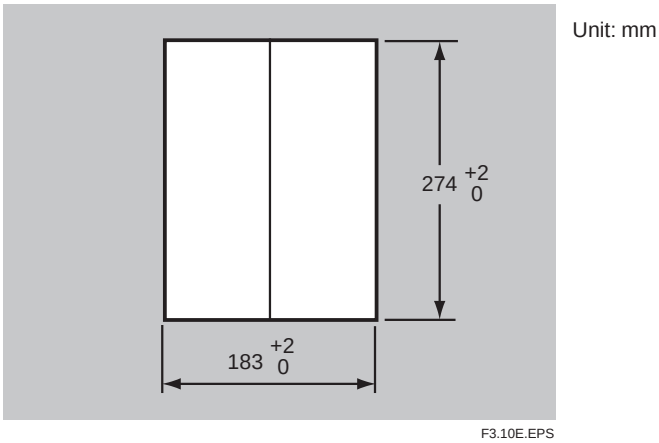

Figure 3.10 Panel cutout sizes
(1) Cut out the panel according to Figure 3.10.